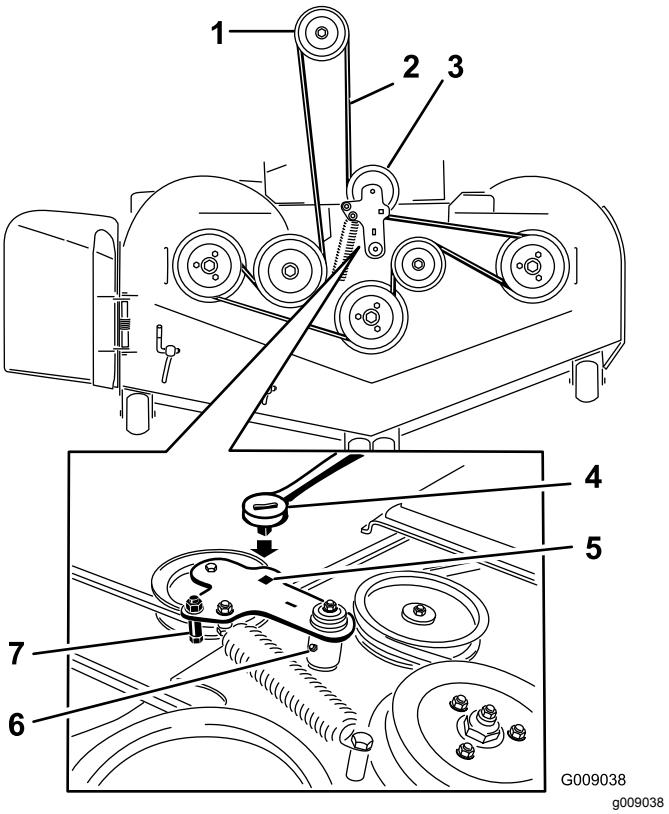

Figuur 87
7. Gebruik een ratelsleutel in de vierkante opening in de arm van de spanpoelie om de druk op de veer te verminderen (Figuur 87).
9. Verwijder de riemgeleider op de arm van de veerbelaste spanpoelie (Figuur 87).
11. Bevestig de nieuwe riem rond de poelies van het maaidek en de koppelingspoelie onder de motor (Figuur 87).
12. Bevestig de riemgeleider op de arm van de spanpoelie (Figuur 87).
13. Gebruik de ratelsleutel in de vierkante opening en plaats de veer van de spanpoelie (Figuur 87).